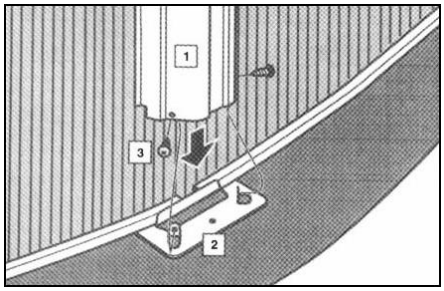

fig. 27
a. Alinee la parte inferior de uno de los perfiles verticales (VER) (1), con las dos pequeñas lengüetas de las placas base T1 (2). Las lengüetas deben quedar al interior del perfil vertical, fig. 27.
b. Alinee los orificios para colocar los tornillos TO2 (3), a ambos lados del perfil vertical, asegurándose que se fijan en los agujeros de las lengüetas de la placa T1 (2), fig. 27.